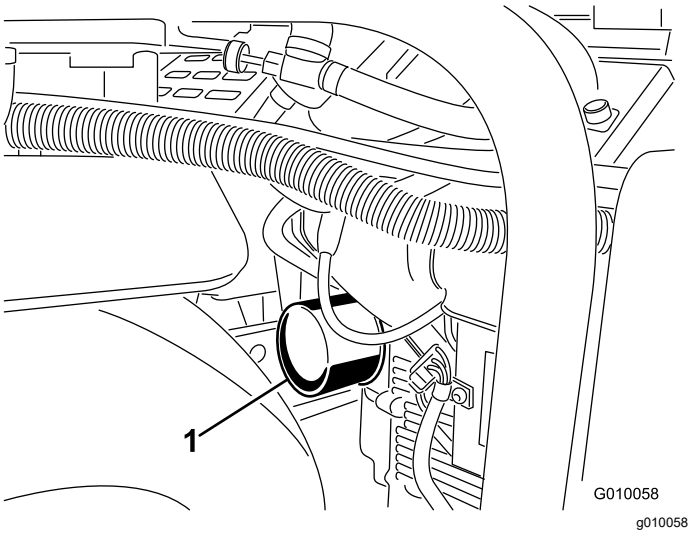
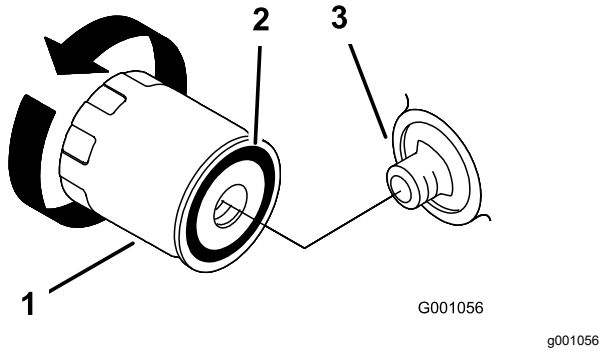

Figure 45
Figure 46
5. Place a shallow pan or rag under the filter to catch oil (Figure 45).
6. Remove the old filter (Figure 45 and Figure 46) and wipe the surface of the filter adapter gasket.